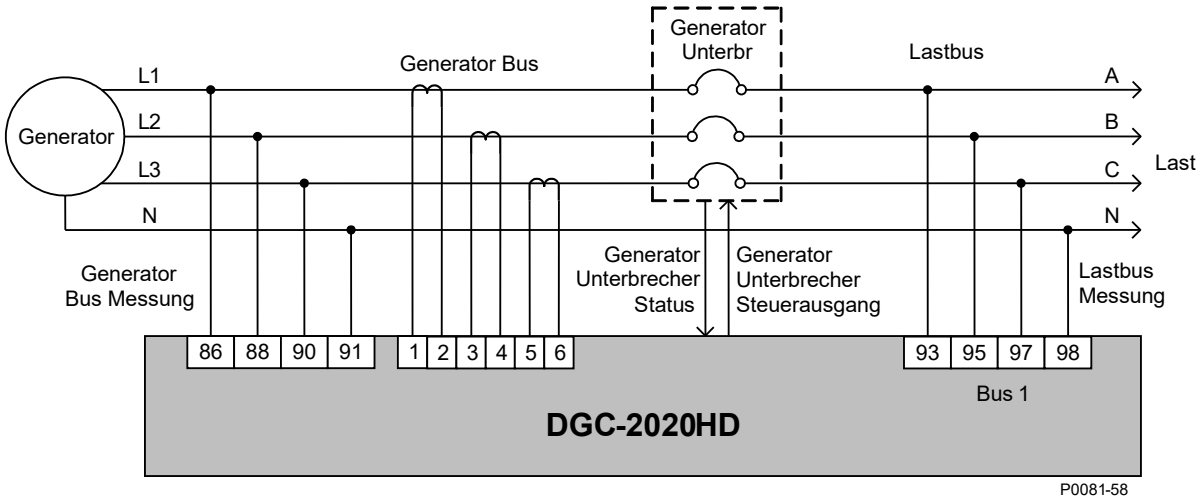

Abbildung 4-7. Anschlüsse für Generatorunterbrechersteuerung
- Generatorunterbrechersteuerung ..... Abbildung 4-7